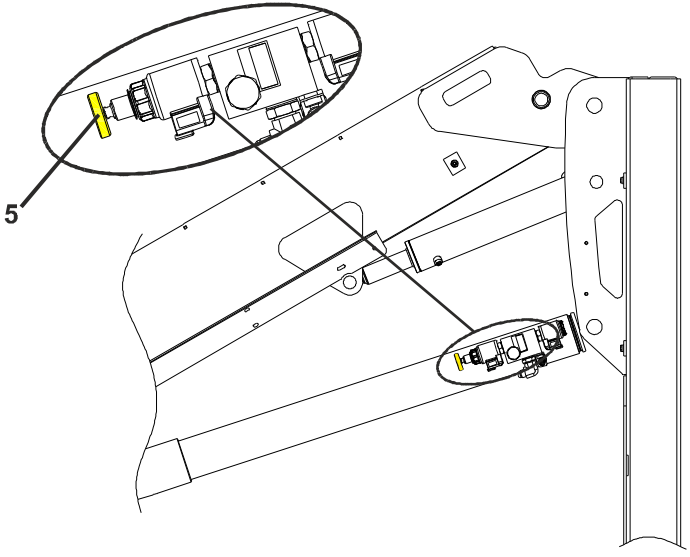

**Figur 3-7. Ventil for manuell senking av utligger**
3. For senking av utligger når masten er trukket helt til-bake, skyv den manuelle nedstigningsventilens sperreknapp (Se figur 3-7). Utløs knappen når plattformen er senket til ønsket nivå.